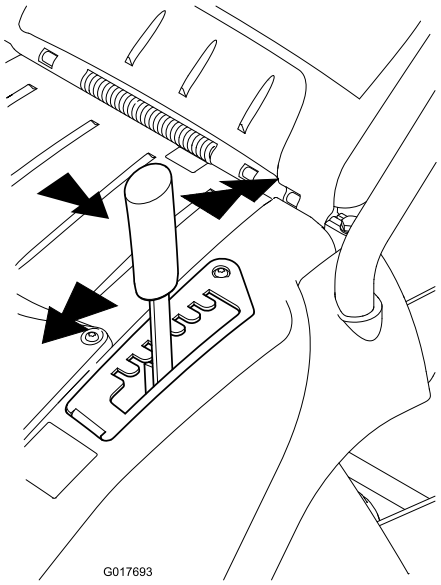

Bild 11
1. Fassen Sie den Hebel an und ziehen ihn seitlich, um ihn aus der Arretierungskerbe zu lösen (Bild 11).
2. Drücken Sie ihn zum Verringern der Schnitthöhe nach vorne oder ziehen ihn zum Anheben der Schnitthöhe nach hinten (Bild 11).
3. Lassen Sie den Hebel in der gewünschten Stellung los und stellen Sie sicher, dass er in einer der sieben Einstellkerben eingerastet ist (Bild 11).